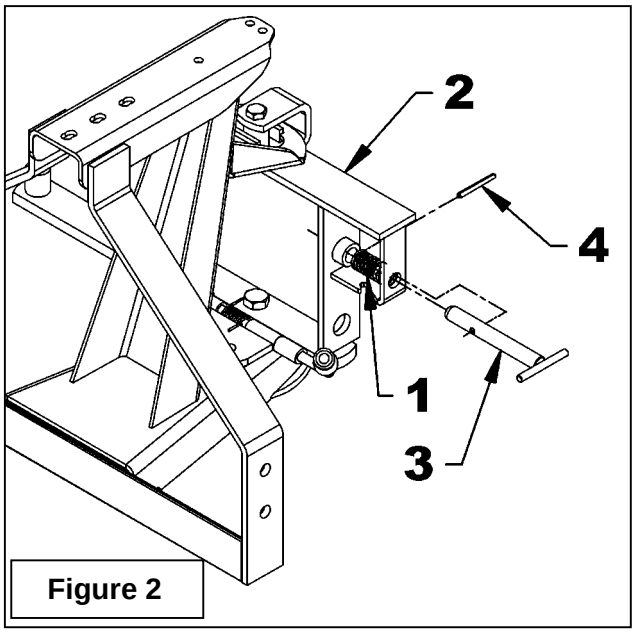

Figure 2
7. **Figure 2:** Place the spring (item 1) in the broom pivot (item 4) and insert the "T" pin (item 3). Lock in place by inserting the ø1/4" x 2 1/2" spring pin (item 4) in the "T" pin and outside the spring. Pull on the "T" pin and turn it counter-clockwise so the spring pin goes into the notch and locks in place.